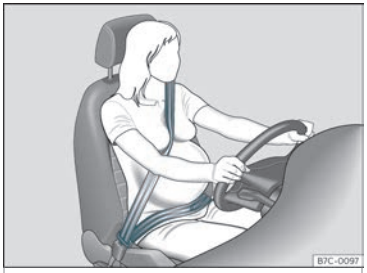

Fig. 12 Colocación da banda do cinto no caso das mulleres xestantes.
No caso das **mulleres xestantes**, o cinto de seguridade debe pasar uniformemente sobre o peito e o máis baixo posible pola zona pelviana coa banda plana para que non prema o ventre; ademais, debe utilizarse durante todo o embarazo ››› **fig. 12**.
- **No caso das mulleres xestantes, a banda abdominal do cinto de seguridade debe pasar o máis baixo posible por diante da zona pelviana, descansando en plano e "rodeando" o ventre ››› fig. 12.**